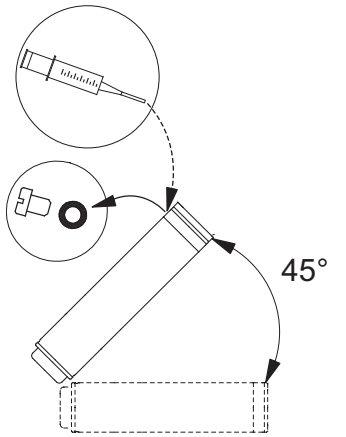

**Рис. 3** Положение электродвигателя при заполнении - MS 6000
- В случае если электродвигатель поставляется со склада, необходимо проверить уровень жидкости электродвигателя перед его монтажом на насосной части. См. рис. 3.
- При проведении сервисных работ уровень необходимо проверять. См. рис. 3.
1. Расположите погружной насос, как показано на рис. 3. Заливочное отверстие должно быть в верхней точке двигателя.
3. С помощью специального шприца заливайте в электродвигатель жидкость, пока она не начнёт вытекать через заливочное отверстие. См. рис. 3.